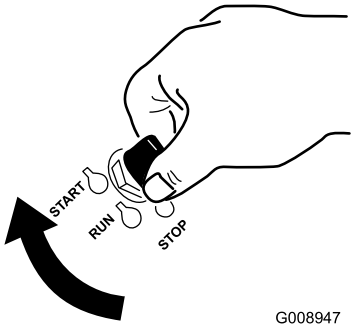

Figur 15
1. Drej tændingsnøglen til positionen Start (Figur 15).